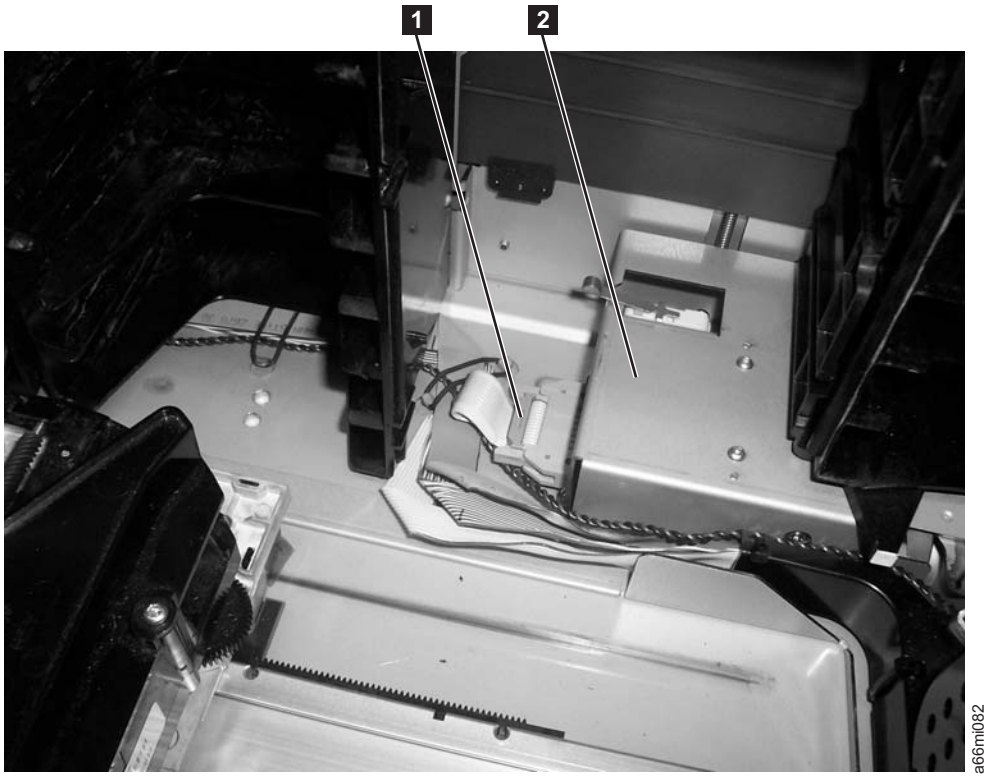

Figure 6-11. I/O Station lock assembly connector (top cover removed)
2. Visually check, and reseat if necessary, the connector on the back of the I/O Station lock assembly. See **1** in Figure 6-11 on page 6-34.